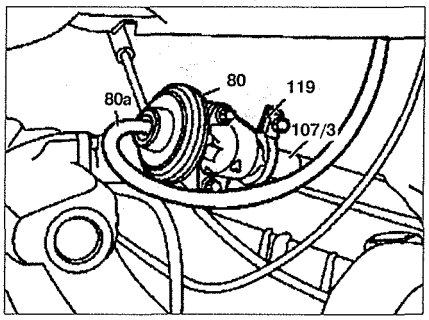

Рис. 4.49. Клапан рециркуляции отработавших газов.
1. Отсоедините вакуумную трубку **60a** от клапана рециркуляции отработавших газов (см.рис.4.49).